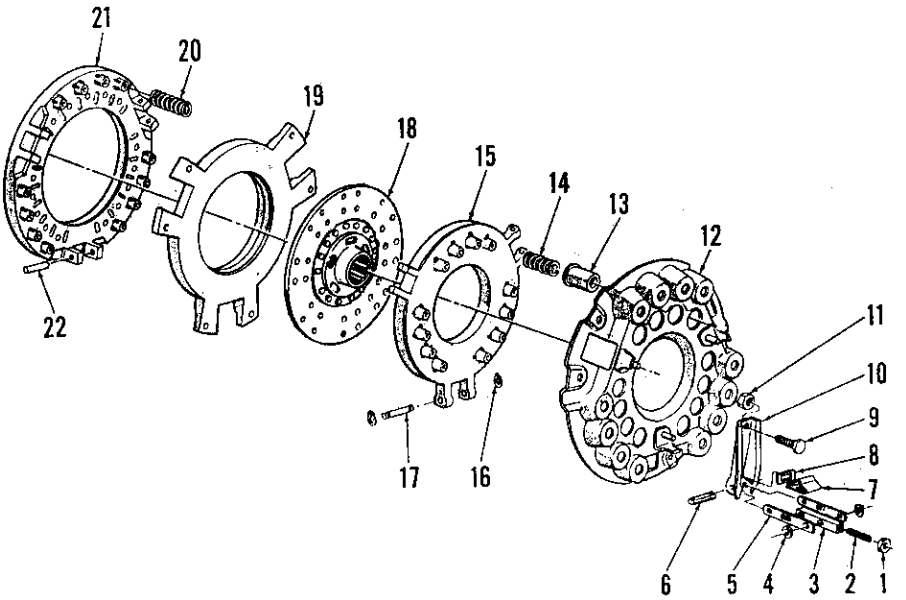

Fig. 179–Exploded view of double disc clutch assembly.
To disassemble the removed double clutch, mount the unit on a suitable disassembly tool or on the bed of a press and use a tripod fixture to apply pressure to cover (12—Fig. 179). With pressure applied, remove struts (6) and cotter pins retaining release levers (10). Do not lose or intermix clip shims (8) as levers are removed. Lift off levers and remove pto pressure plate pins (17), then slowly release the pressure and disassemble the clutch unit.
Set release lever height to 2.110 inches, measured from hub of pto friction disc (18—Fig. 179) to top of adjusting screw (9), after clutch is installed on flywheel. Adjust release lever height by loosening locknut (11) and turning adjusting screw (9) as necessary. All levers must be adjusted to the same height within 0.010 inch.